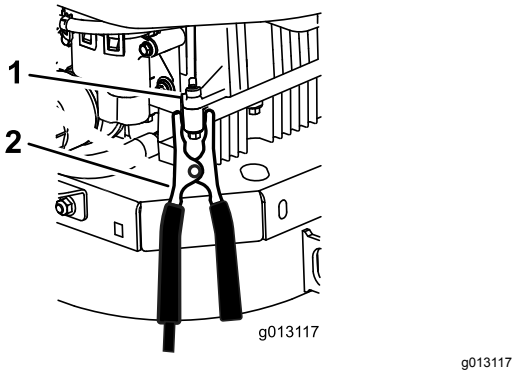

Рисунок 50
6. Подсоедините другой конец черного кабеля к **блоку цилиндров** (не к отрицательному штырю аккумуляторной батареи) машины с разряженной аккумуляторной батареей на достаточном расстоянии от аккумуляторной батареи и отойдите назад (Рисунок 50).